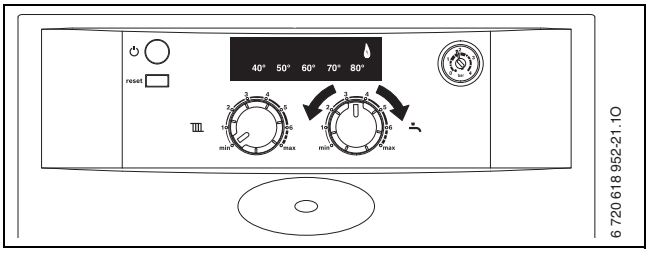

Fig. 36
- ▶ Tourner le sélecteur de température de départ chauffage en position min. (→ fig. 36).